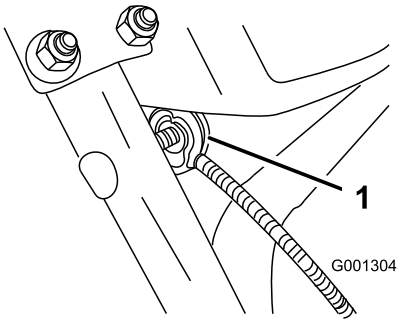

Figur 8
3. Ta bort muttern och brickan från handtaget, fäst kabelklämman på kabeln vid handtaget, montera brickan och muttern och dra åt muttern för hand (Figur 8).